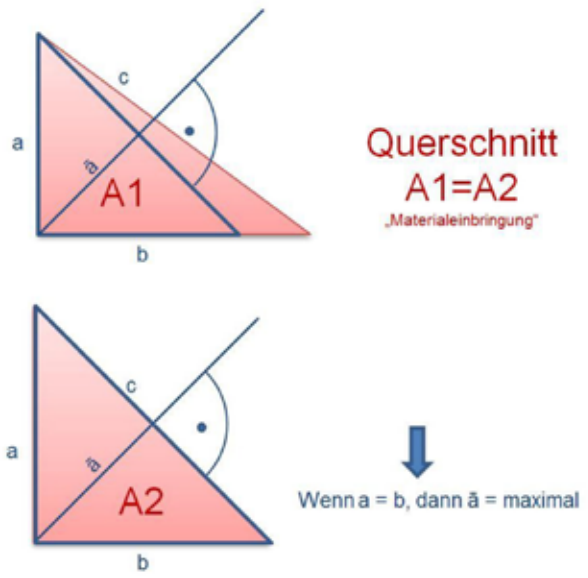

**Bild 9:** Vergleich der Querschnittsflächen und dem daraus resultierenden maximalen a-Maß
- forceArc puls bildet eine symmetrische Kehlnaht. Das ist die Voraussetzung zum Erreichen des maximalen a-Maß bei gegebener Abschmelzleistung (DV). Dadurch wird im Vergleich zum Impuls ein um bis zu 20% höheres a-Maß erreicht. Im Umkehrschluss bedeutet das, dass ein wie bei Impuls identisches a-Maß mit einer bis zu 20% höheren Schweißgeschwindigkeit erreichbar wäre (s. Bild 9).